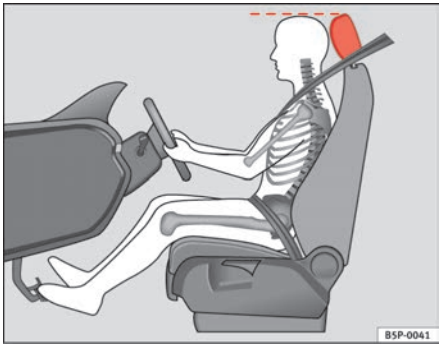

**Fig. 2 Proper head restraint position for driver**
- Adjust the head restraint so that its upper edge is at the same level as the top of your head, or as close as possible to the same level as the top of your head ⇒ fig. 2.